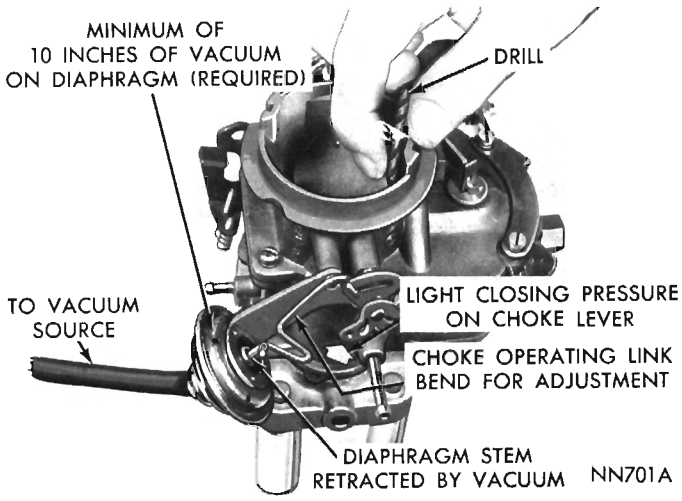

Fig. 15—Checking Choke Vacuum Kick Setting
(1) If adjustment is to be made with engine running, disconnect fast idle linkage to allow choke to close to the kick position with engine at curb idle. If an auxiliary vacuum source is to be used, open throttle valves (engine not running) and move choke to closed position. Release throttle first, then release choke.
(2) When using an auxiliary vacuum source, disconnect vacuum hose from carburetor and connect it to hose from vacuum supply with a small length of tube to act as a fitting. Removal of hose from diaphragm may require forces which damage the system. Apply a vacuum of 10 or more inches of mercury.
(3) Insert specified drill (refer to Specifications) between choke valve and wall of air horn (Fig. 15). Apply sufficient closing pressure on lever to which choke rod attaches to provide a minimum choke valve opening without distortion of diaphragm link. Note that the cylindrical stem of diaphragm will extend as internal spring is compressed. This spring must be fully compressed for proper measurement of vacuum kick adjustment.